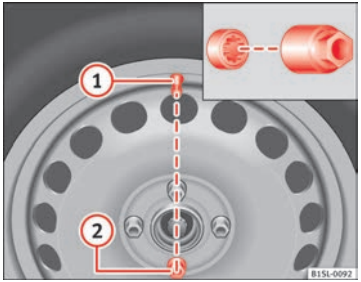

Fig. 144 Changing a wheel: Tyre valve ① and position of anti-theft wheel locking bolt ②
For wheels with full hubcap, the anti-theft wheel lock must be threaded into position ⇒ Fig. 144 ② before mounting the hubcap. Otherwise it will not be possible to mount the full hubcap.
- Insert the adapter onto the wheel bolt ⇒ Fig. 144. Push it on as far as it will go.